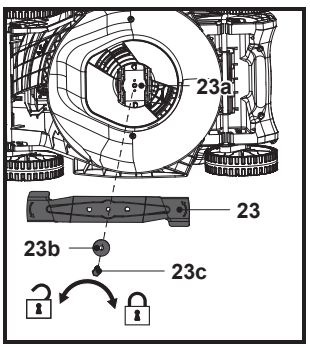

Fig. 19
5. Remplacer la lame de coupe (23) par une neuve de même type. Vérifier d'abord l'état du support de lame (23a) sur la broche, fixer la lame de coupe (23) sur le support de lame (23a) en l'alignant sur les motifs du support de lame (23a), puis fixer l'ensemble avec la rondelle plate (23b) et le boulon de fixation (23c) et serrer manuellement.
6. Maintenir fermement la lame de coupe (23) avec une main gantée et/ou un bâton, serrer le boulon de fixation (23c) dans le sens horaire à un couple de 25Nm min., 30Nm max. pour garantir le fonctionnement sûr de la machine (Fig. 19).